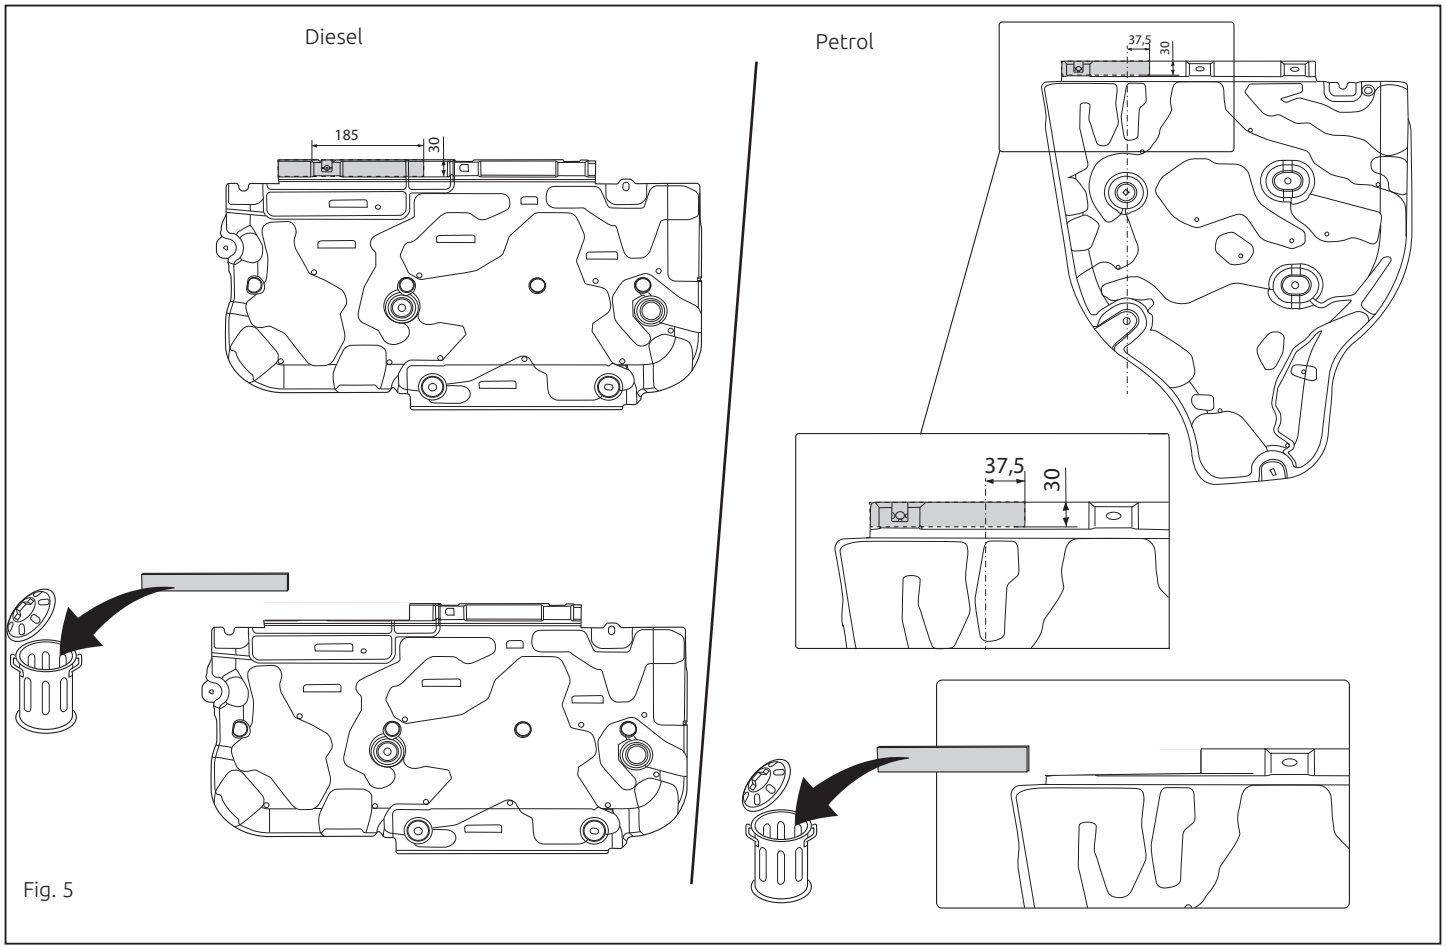

Fig. 5
15. Выпилить часть из закрывающей пластины, как указано на рис. 5.